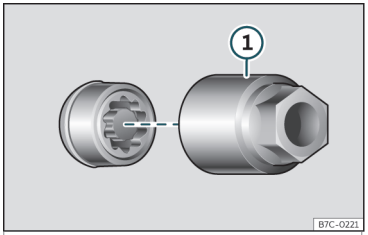

Fig. 36 Vite antifurto con cappuccio ed adattatore.
- Inserire l'adattatore speciale››› fig. 36 ① (attrezzo di bordo››› pag. 46) nella vite antifurto della ruota fino al fermo.